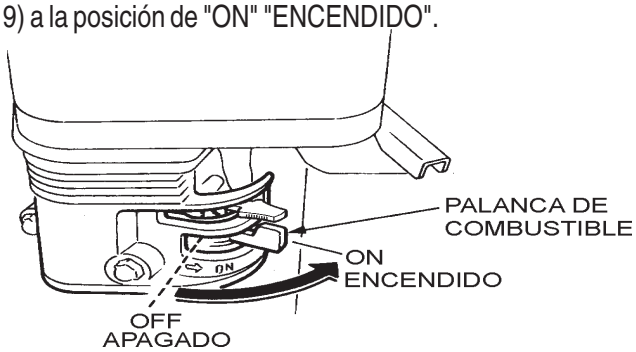

Figura 9. Palanca de la válvula de combustible
1. Coloque la ***palanca de la válvula de combustible*** (Figura 9) a la posición de "ON" "ENCENDIDO".
3. Coloque la ***palanca de la válvula de combustible*** (Figura 9) a la posición de "**OFF**" **APAGADO**.